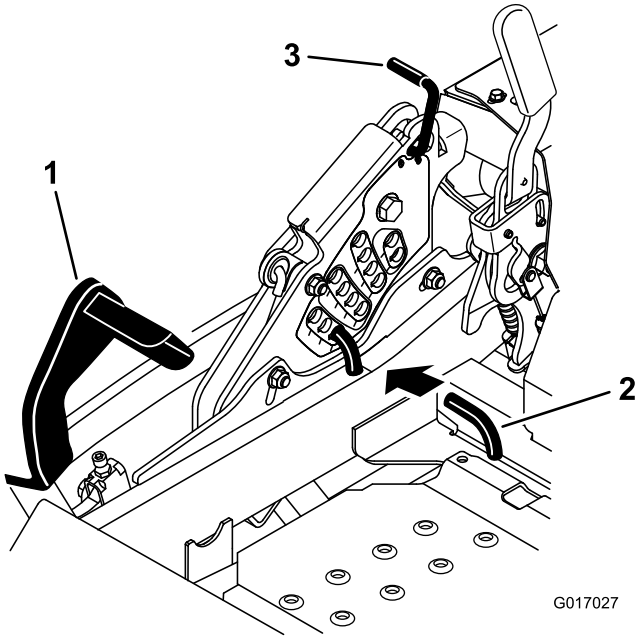

**Figure 84**
5. Push the deck lift pedal all the way forward and the deck will latch at the 14 cm (5 1/2 inch) transport position (Figure 84).